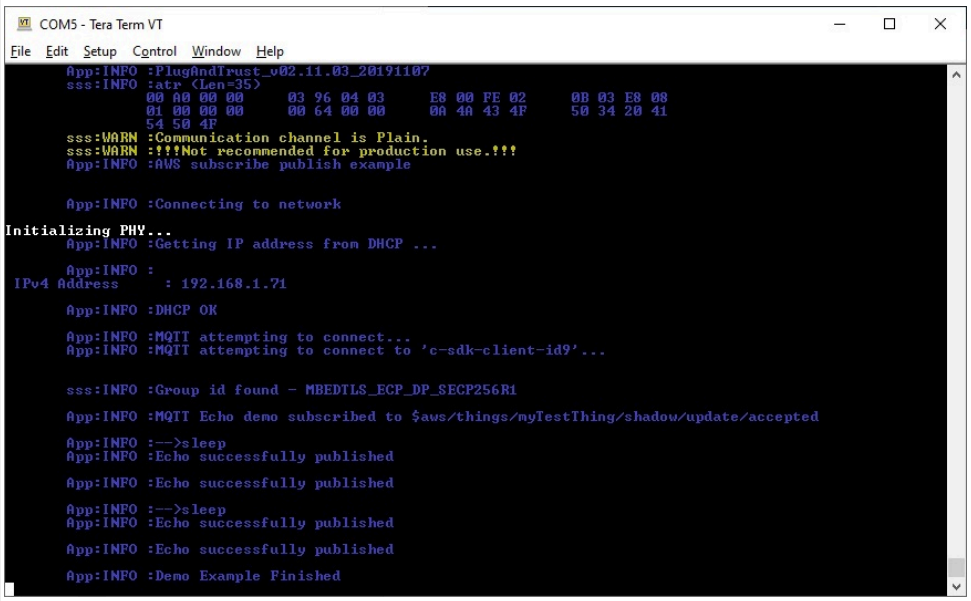

Figure 50. Device connection to AWS
a. Checking the TeraTerm logs as shown in Figure 50.